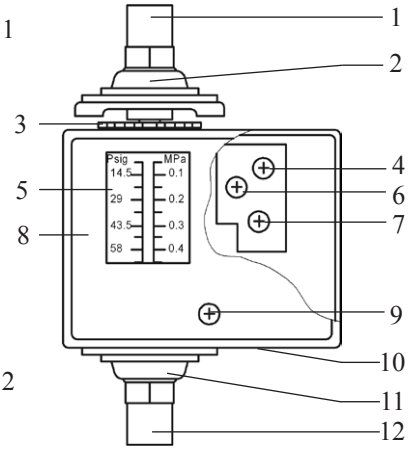

Рис.1. Элементы реле
d. Подключите к контактам реле «1», «3» и «5» (рис. 1) цепь регулируемой системы.
f. С помощью элементов реле 1 и 8 (рис. 1) подключите к реле трубопроводы регулируемой системы.
a. С помощью поворота колеса настройки (поз. 3 на рис. 1) установите необходимое рабочее значение разности давлений между импульсными линиями 1 и 2 (поз. 1 и 12 на рис. 1).